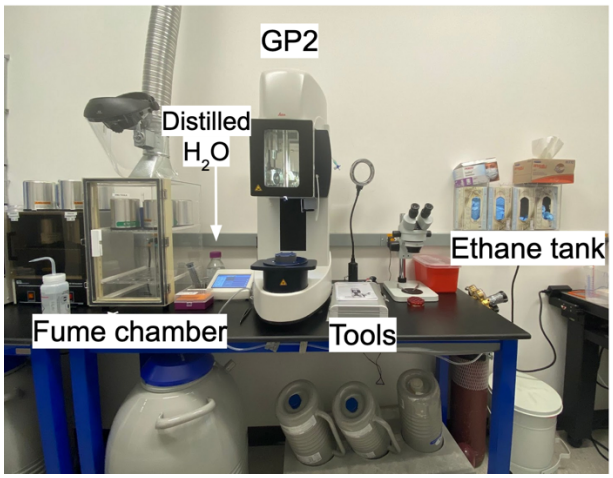

Figure 1. GP2 setup in the NCCAT DH room
4.1 Setup (See Figure 1)
- Distilled water for the humidifier is kept in a 0.5 L bottle in the DH room (Figure 1).